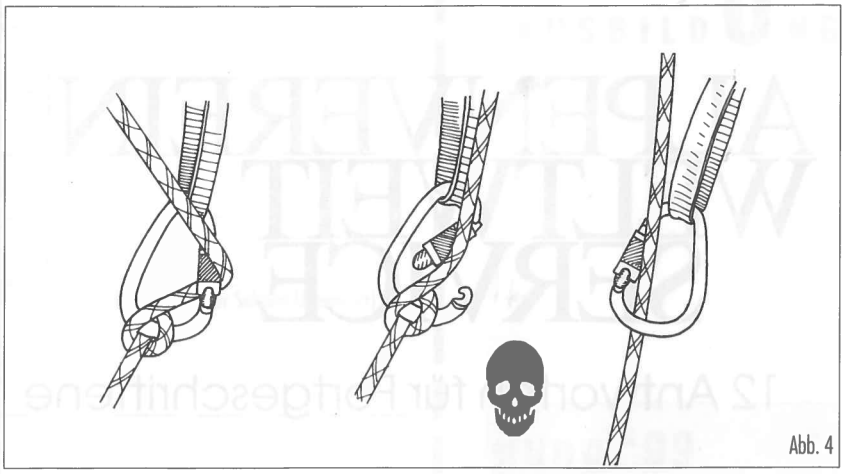

Abb. 4
- Die Karabiner-Verschlußsicherung stellt einen gewissen Unsicherheitsfaktor dar. Bei Schraubkarabinern besteht die Gefahr, daß man vergißt zuzuschrauben, bei Twistlockkarabinern genügt ein kurzer Drehimpuls, ausgelöst durch das über den oft rauhen Schnapper laufende Seil, um den Karabiner zu öffnen (Abb.4).